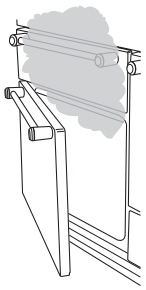

Abb.1.1
- Beim Zubereiten von Speisen mit hohem Feuchtigkeitsgehalt kann ein „Dampfstoß" auftreten, wenn die Backofentür geöffnet wird. Treten Sie beim Öffnen des Backofens zurück und lassen Sie eventuell vorhandenen Dampf austreten (**Abb.1.1**).